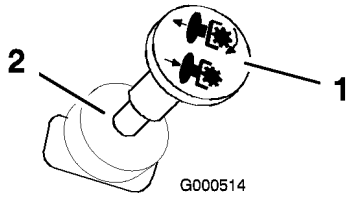

Figure 10
3. Tirez sur la commande des lames pour engager les lames (Figure 10).
Poussez la commande de lames en position Désengagée pour désengager les lames (Figure 10).